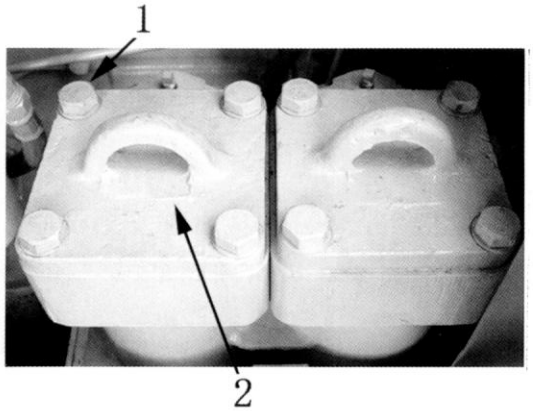

Рис. 4-15.
2. Масляные фильтры трансмиссии и рулевой муфты (Рис. 4-15~16).